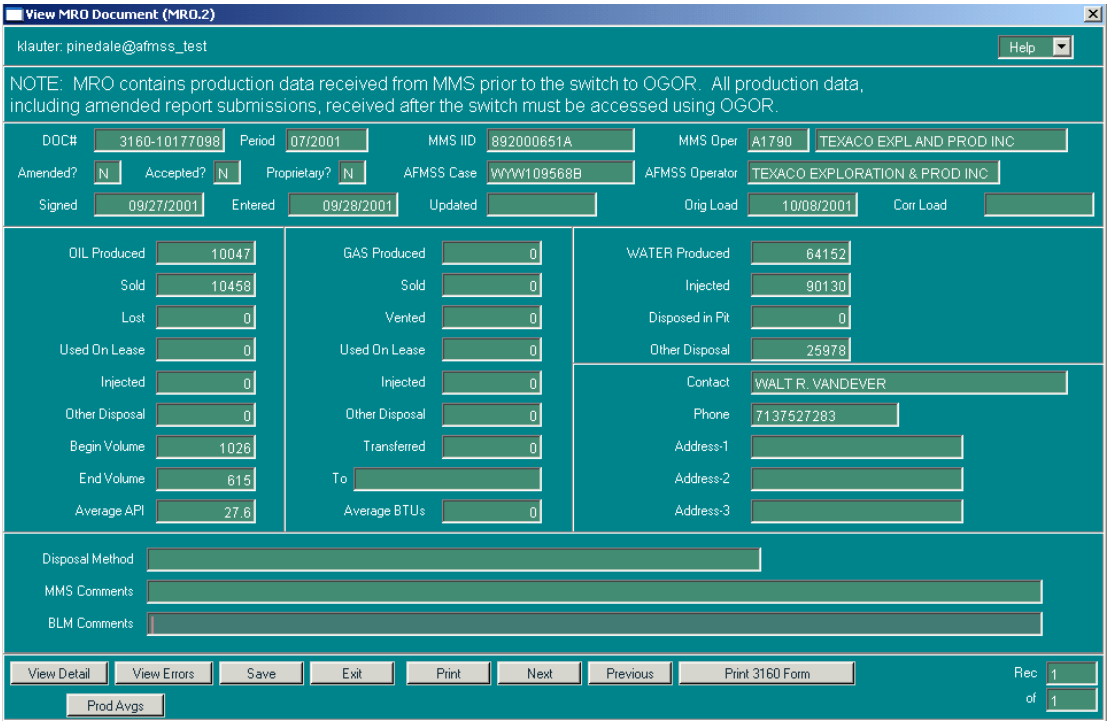

Figure 6-3: View MRO Document (MRO.2) Window
2. Select the desired record in the appropriate finder window, then click the **View Document** button in one of the MRO windows to launch the *View MRO Document (MRO.2)* window (Figure 6-3).